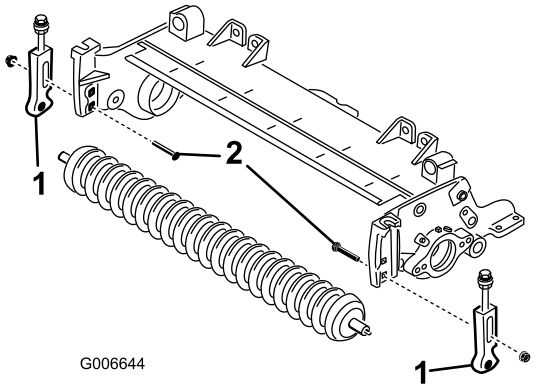

Figura 19
12. Retire los pernos de cuello cuadrado y las tuercas que sujetan los soportes de ajuste de la altura de corte a las chapas laterales de la unidad de corte (Figura 19).
13. Afloje los tornillos de caperuza y las contratuercas que sujetan los soportes de ajuste de la altura de corte al eje del rodillo delantero (Figura 19).
14. Retire los soportes de ajuste de la altura de corte y el rodillo delantero de las chapas laterales de la unidad de corte (Figura 19).